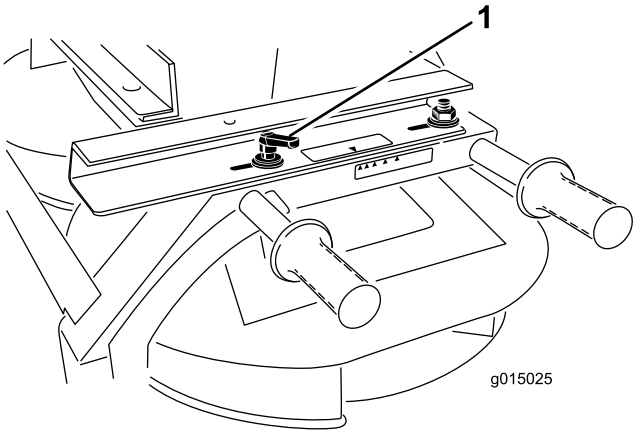

**Rysunek 32**
1. Zwolnij uchwyt z każdej strony podwójnego rozrzutnika (Rysunek 32).